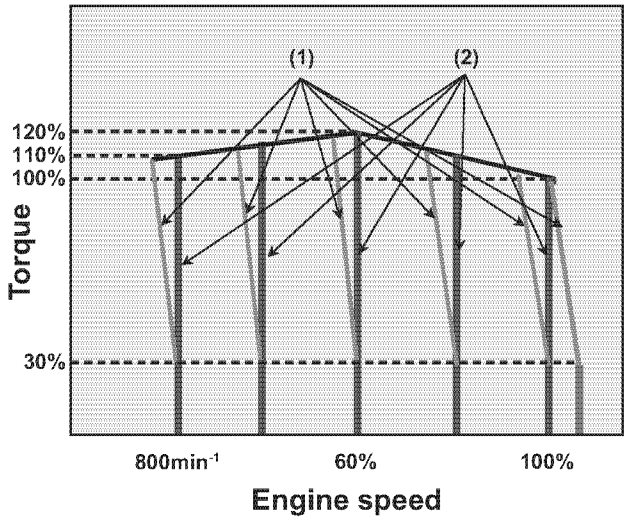

*Figure 20*
**Figure 20** shows typical engine speed curves that outline the relationship between engine speed and load.
The VM series engines for general use are designed so that the engine speed is reduced by a certain percentage from 30% load to full rated load. See curves **(1)** in **Figure 20** below. The same percentage droop is maintained at any no-load speed.
The CL series consists of isochronous design engines, the speed of which is kept constant from no load to full rated load. See curves **(2)** in **Figure 20** below.